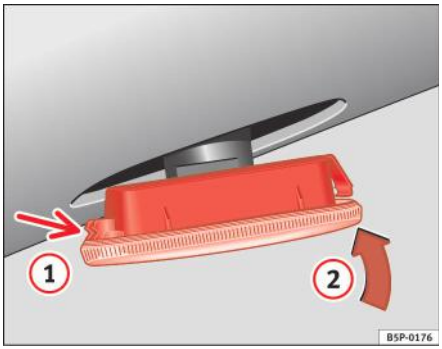

Fig. 195 Lămpile laterale de semnalizarea schimbării direcției
– Mai întâi, amplasați lampa de semnalizare a schimbării direcției în spațiul din caroserie, apăsând pe clemele ⇒ fig. 195, săgeata (1).
– Introduceți becul în sensul săgeții (2) ⇒ fig. 195. ■